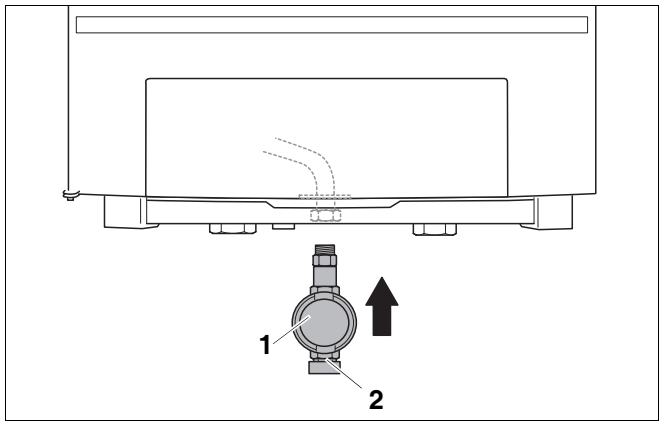

Bild 4 Gasanschluss herstellen
- Gashahn (Bild 4**, Pos. 1**) in der Gaszuleitung (GAS) installieren.
- Gasleitung spannungsfrei am Gasanschluss (Bild 4**, Pos. 2**) anschließen.